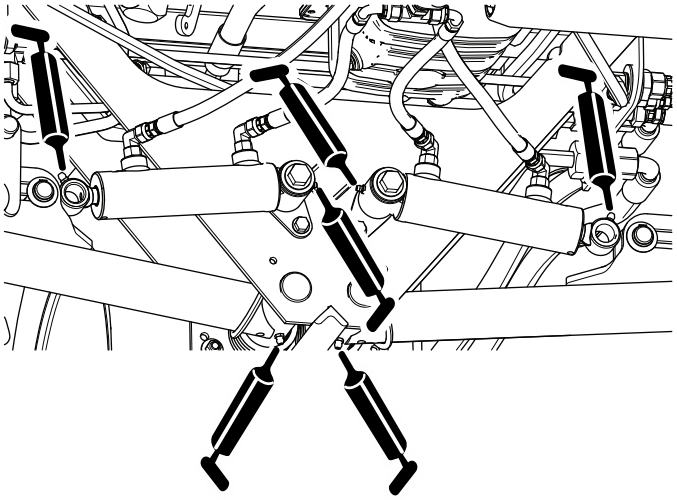

Figur 47
- Bakre lyftarmstappar och lyftcylindrar (tre per sida), se Figur 47.